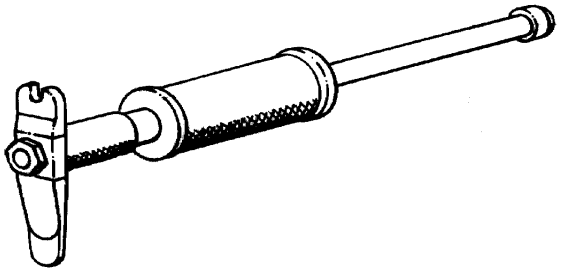

Figure 16. 3718 Splitline Bolt Puller
a. Remove the splitline bolts and attachment hardware from the compressor case–to diffuser splitline flange (Reference NAVAIR 02B–5DG–6–1–1). Use the 3718 splitline bolt puller (figure 16) when needed.